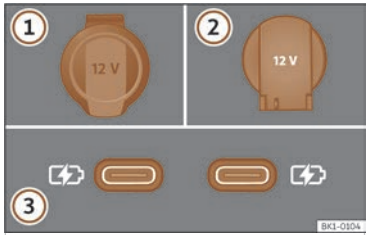

**Fig. 156** Vehicle 12-volt socket.
>>> **Fig. 156**
Depending on the equipment and the country, the vehicle may also have USB ports **exclusively for charging or as a power socket** >>> **Fig. 156** ③.